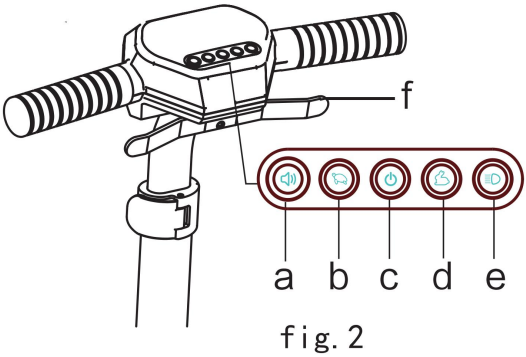

fig. 2
2.2 Panel sterowania (rysunek 2)
WYŁĄCZNIK ZASILANIA (patrz rys. 2)